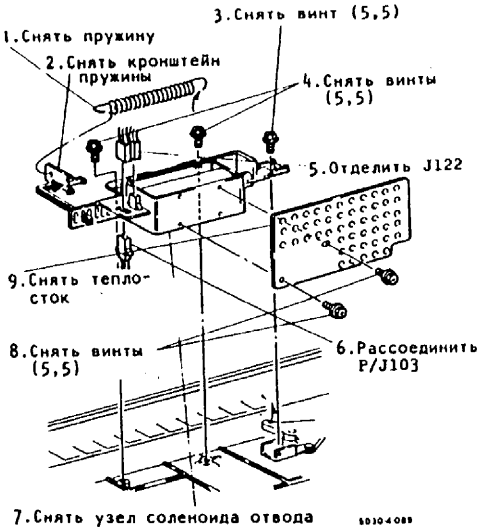

Рис.1. Снятие узла соленоида отвода
5. (Рис.1): Снять узел соленоида отвода.